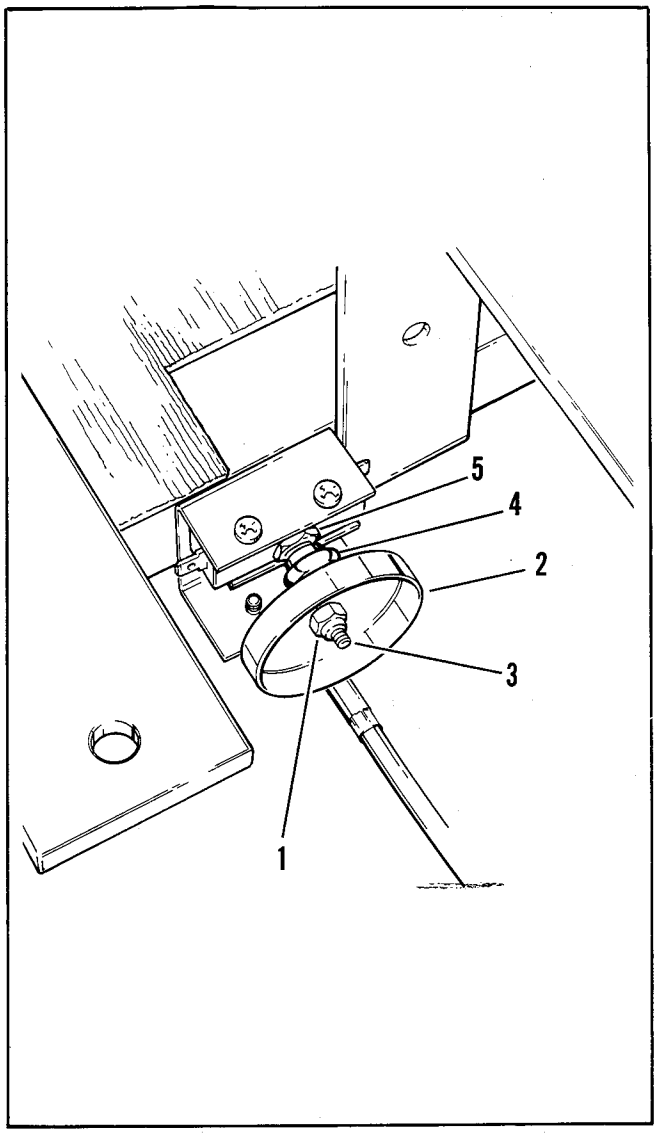
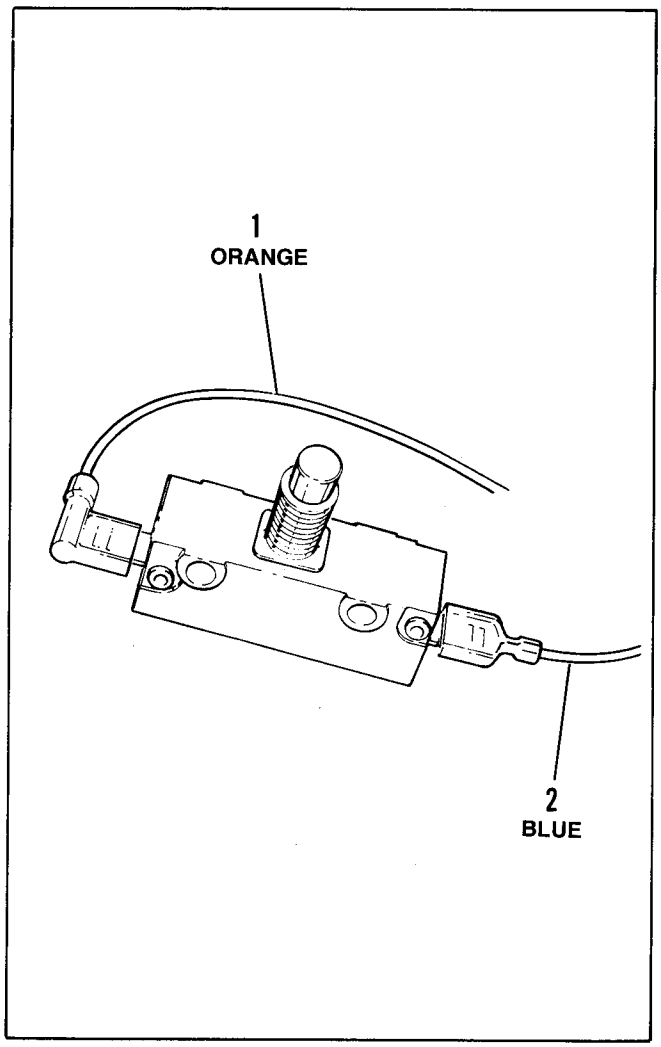

Figure 84 - Accelerator Micro-Switch
Figure 85 – Micro-Switch
39. ACCELERATOR MICRO-SWITCH (Figure 84)
d. See Figure 85. Disconnect single orange wire (1) and single blue wire (2).
a. Reconnect single orange wire (1), single blue wire (2), Figure 85, and mount switch using speed nut (5), Figure 84.
b. Install switch plunger boot (4) to switch, spin on cup (2) and locknut (1), Figure 84.